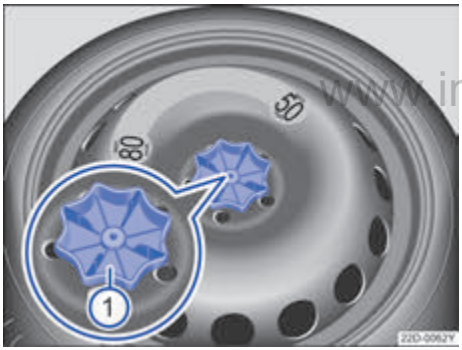

图 158 行李厢内：备用车轮固定手轮
– 逆时针拧下备用车轮中间的固定手轮→ 图 158 ①，拆下备用车轮。